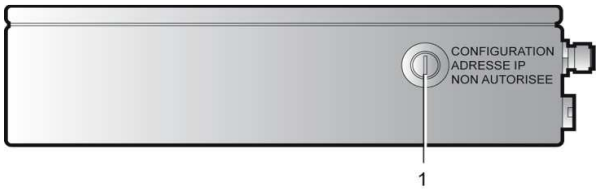

Figura 14-8: La cerradura de 2 posiciones debe estar en posición vertical para poder configurar la dirección IP en la página Parámetros.
1. En el conjunto de regulación, girar la llave de configuración de la dirección IP (Figura 14-8, ref. 1) en posición vertical.